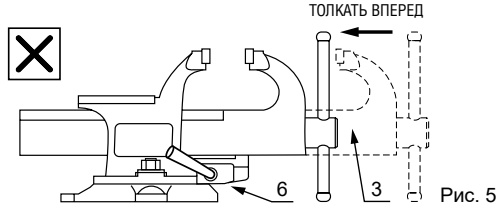

Рис. 5
Запрещается с усилием толкать вперед подвижную губку (3), когда рычаг (6) в режиме зажима с усилием. Это может привести к поломке механизма тисков (Рис. 5).